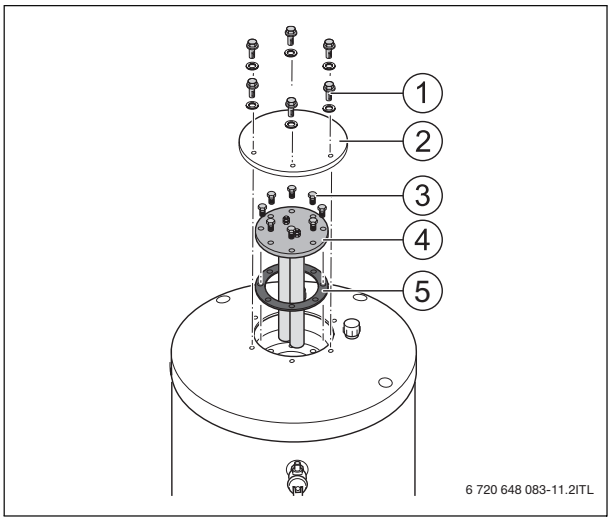

Fig. 19 Contrôle de l'anode au magnésium
- ▶ Insérer un nouveau joint (→ fig. 19, [5]).